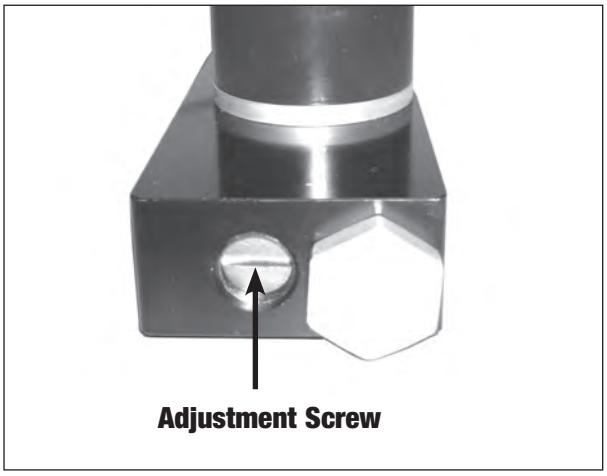

***Figure 3 - Fuel Pressure Adjustment***
4. Start the engine and take a reading of the running fuel pressure. Locate the Adjustment screw ***(See Fig. 3)*** and adjust pressure to the desired level. Rotate the screw clockwise to increase fuel pressure or counter-clockwise to decrease fuel pressure.